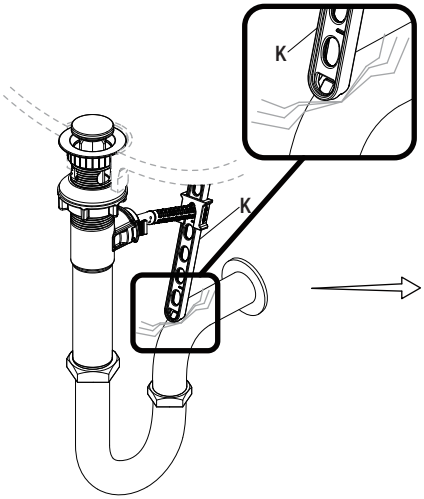

Fig. 1
- □ Si la sangle de la tige de levage de l'évacuation mécanique (K) gêne votre installation, comme illustré sur la Fig. 1, la sangle de la tige de levage (K) peut être raccourcie.